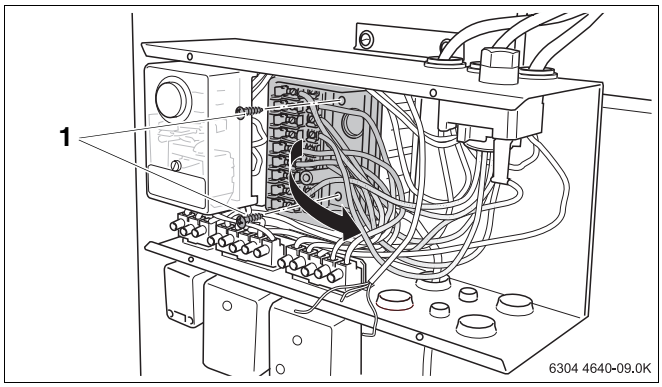

Abb. 6 Klemmkasten lösen
- Die beiden Schrauben (Abb. 6, **Pos. 1**) lösen und den Klemmkasten (Sockel) zur Seite schwenken.